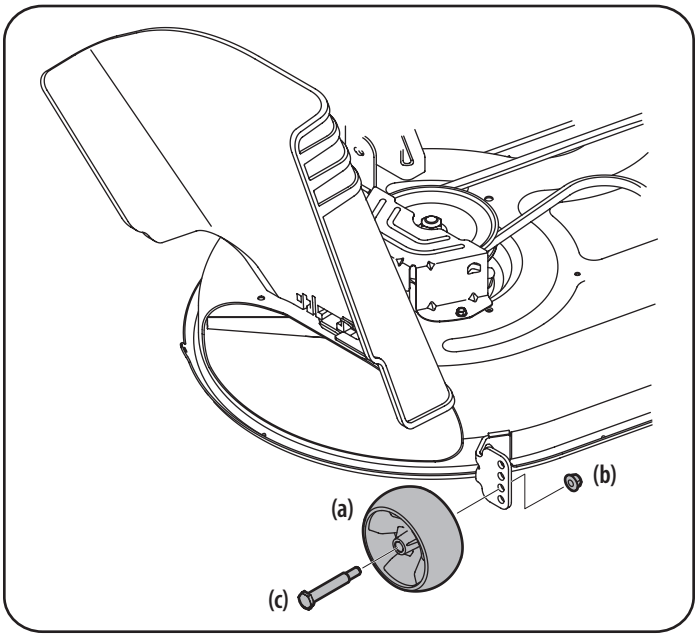

Figure 11
b. Remove the front and rear deck gauge wheels (a) by removing the lock nuts (b) and shoulder screws (c) which secure them to the deck. See Figure 11.